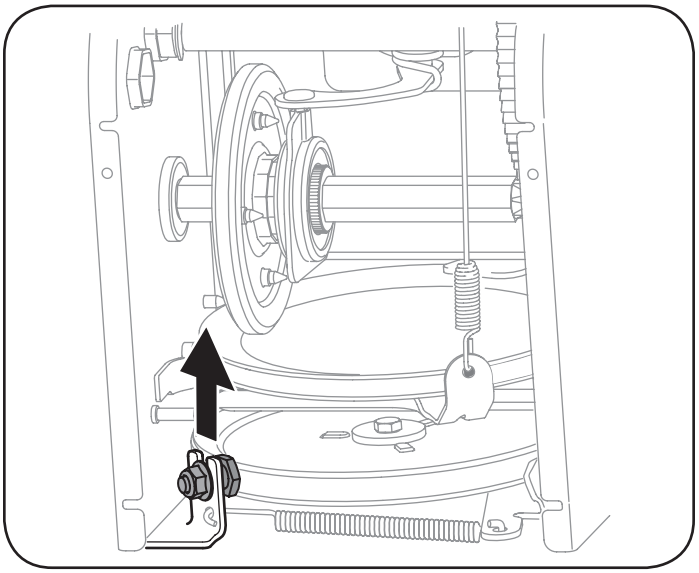

Figura 70
6. Afloje y retire el tornillo con reborde que actúa como guarda de la correa. Vea la Figura 70.